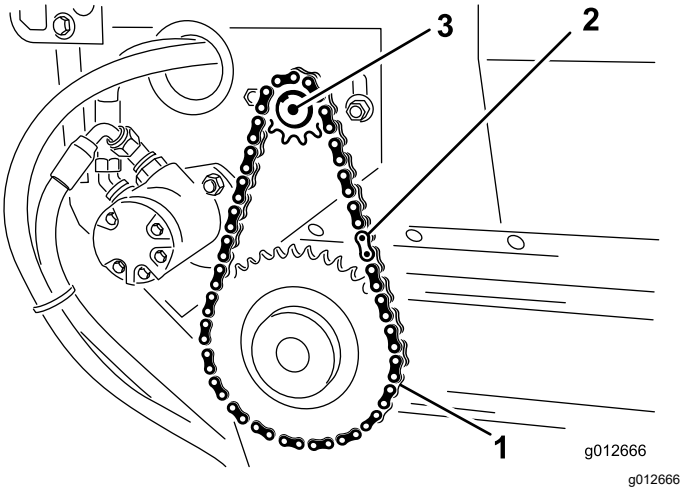

Figur 38
1. Monter kjedet på det lille drevet og fest kjedet med hovedleddet (Figur 38).